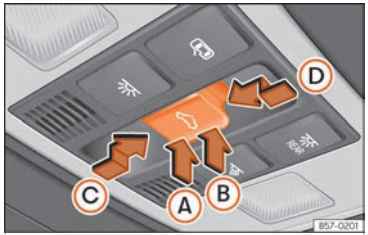

Fig. 66 En el revestiment interior del sostre: tecla del sostre de vidre.
La tecla ››› **fig. 66** té dos nivells. En el primer nivell es pot situar el sostre en la posició deflectora, obrir o tancar totalment o parcialment.
- Sostre de vidre: abans que passin 5 segons aproximadament des de l'activació de la funció antiatrapament, premeu la tecla ⌓ ››› fig. 66 fins al segon nivell en el sentit de la fletxa Ⓓ fins que el sostre es tanqui de tot.